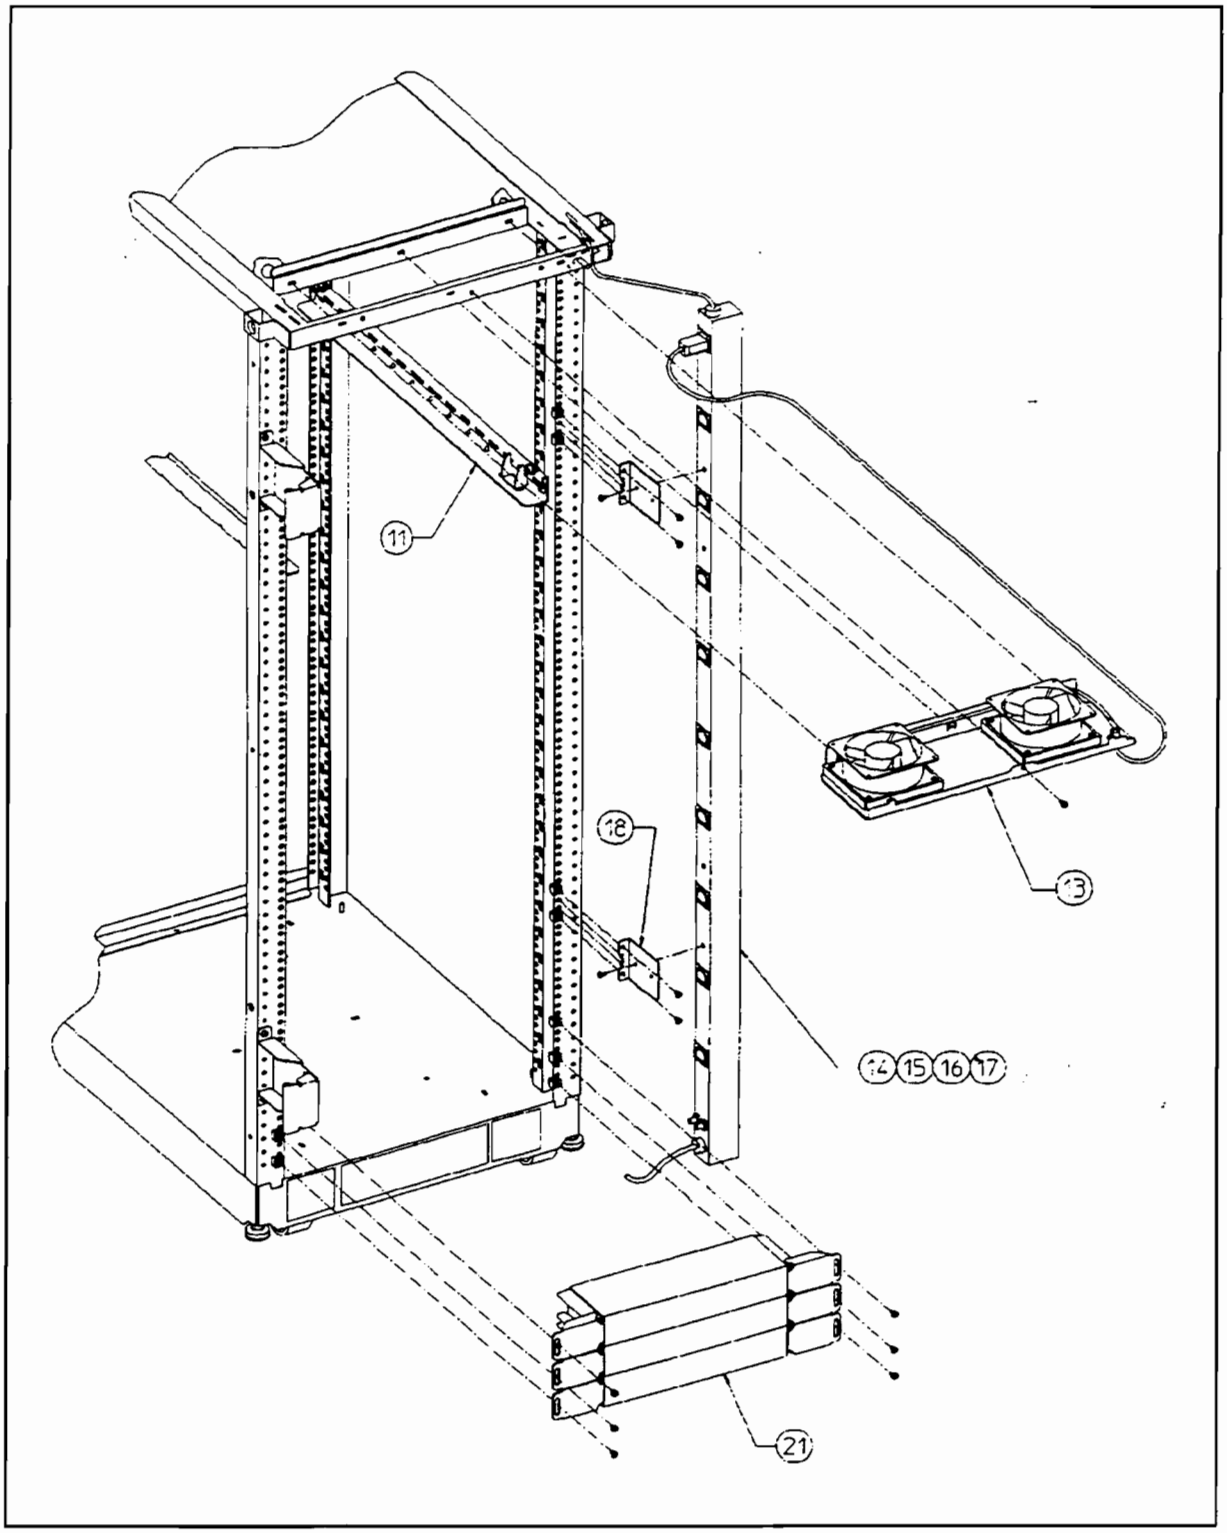
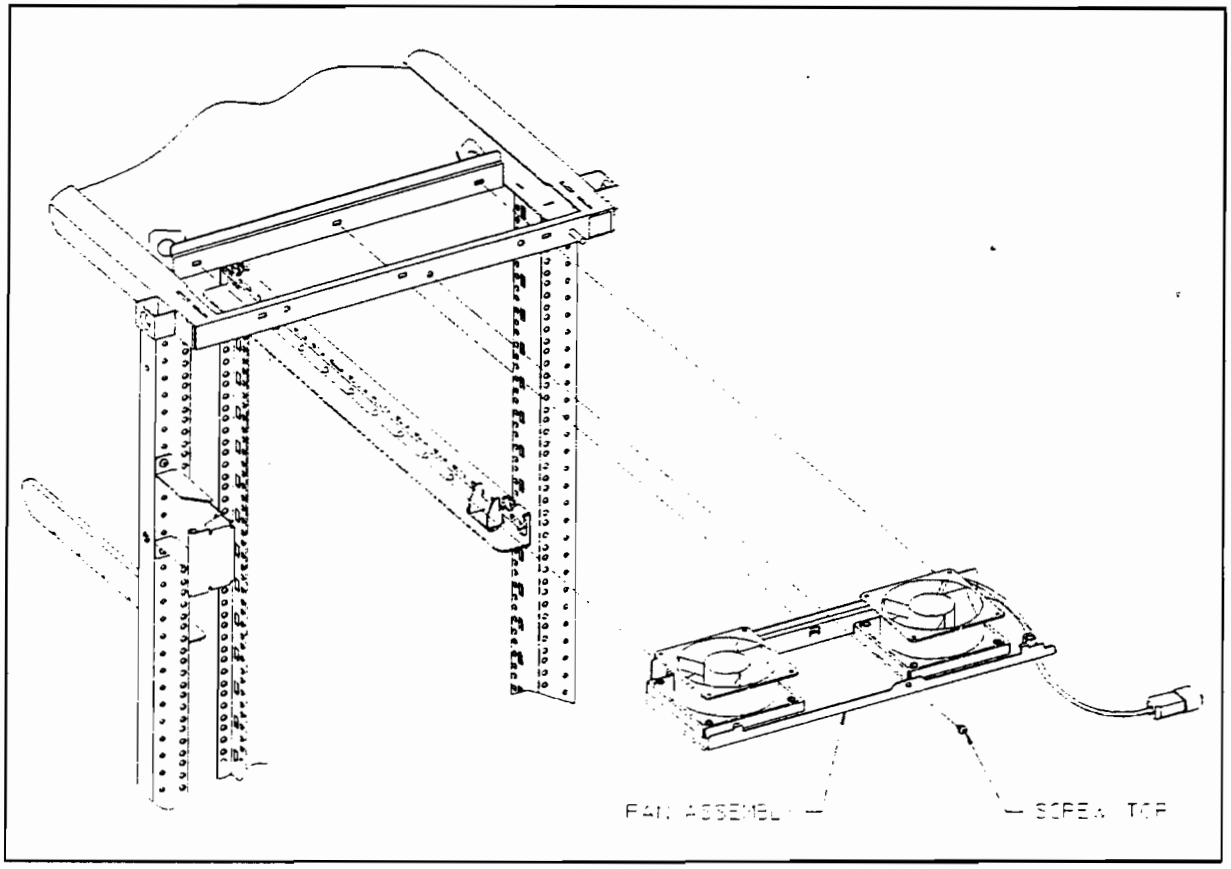

Figure 9-22. Cabinet Exploded View Rear
Figure 9-23. Fan Assembly
Refer to Figure 9-23 and item 13 in Figure 9-22 while performing these procedures.